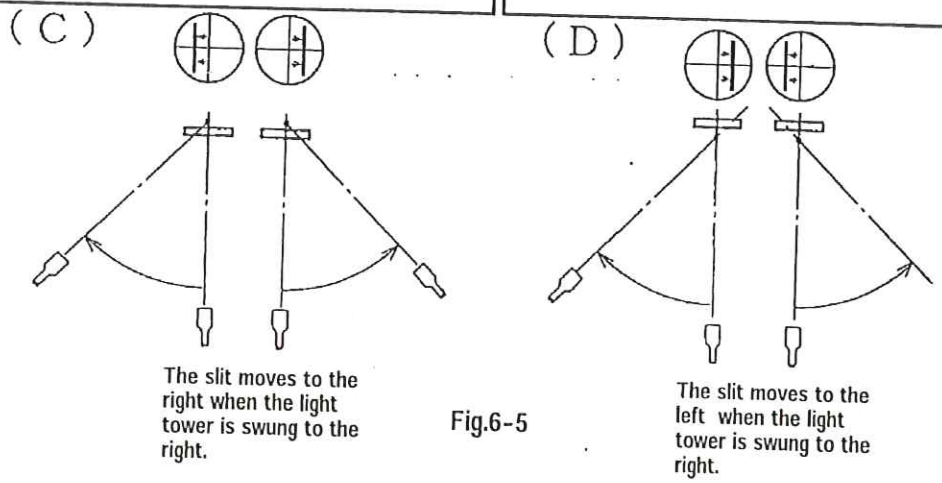

Fig.6-5
(1) Turn on power. Adjust the slit width to 0.5 mm.
(2) Adjust the power to 16x.
(3) Rotate the focus adjustment knob of the target rod tool to adjust the focus on the slit.
(4) swing the light tower to the right and left to check the movement of the slit image.
(5) If the slit image moves to the right or left, see Fig.6-5 shown on page 20 and adjust the slit position right and left, also adjust the target position back and forth.
(6) Adjust these positions to the condition (A) shown in page 20 where the slit image will not move even when the light tower is swung to the right and left by 90 degrees each.